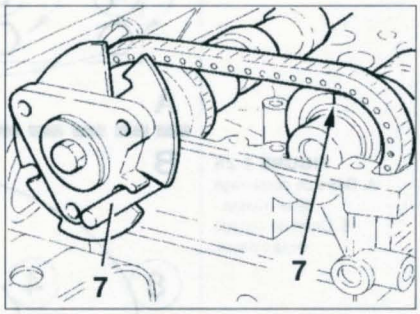

FIGURE 1-28
• Piger le moyeu de la roue dentée d'arbre à cames à l'aide de la pige de Ø 8 mm (7) (outil 0188.M) **(figure 1-28)**.
• Piger le moyeu de la roue dentée d'arbre à cames à l'aide de la pige de Ø 8 mm (outil 0188.M) **(figure 1-28)** puis la déposer.